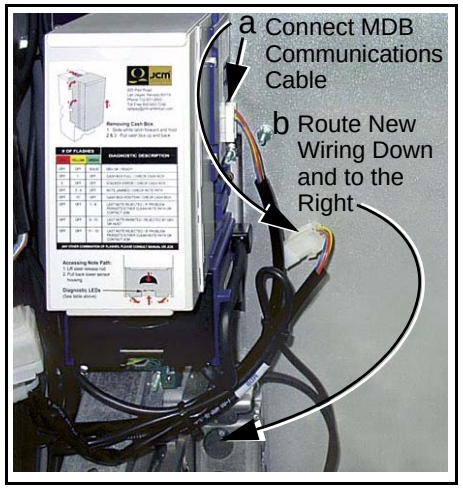

Figure 8 Routing New Wiring
14. Connect the MDB communication harness to the DBV-30X (See Figure 8 a).